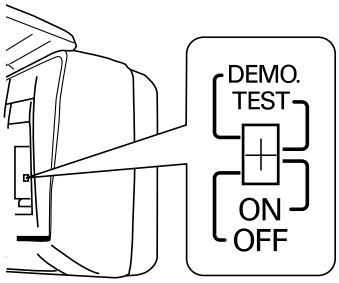
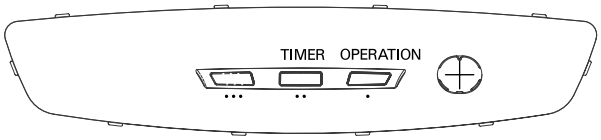

Fig. 5
Fig. 6
(1) Turn the indoor unit selector switch to the “ON” position. (Fig. 5)
(2) With the remote controller, start heating or cooling operation.
(3) Turn the selector switch to “TEST RUN.” (The indicator lamp blinks during test run operation.)
(4) After the test run is completed, turn the selector switch to “ON.” Operation stops, and remote controller control becomes possible.
- If the OPERATION lamp only blinks or the outdoor unit does not start approximately 5 minutes after the start of the test run, perform self-diagnosis by switching to OFF. Follow the self-diagnosis procedure listed on the right inside of the grille. The combination of the 3 indicator lamps indicates the condition of the system. (Fig. 6)